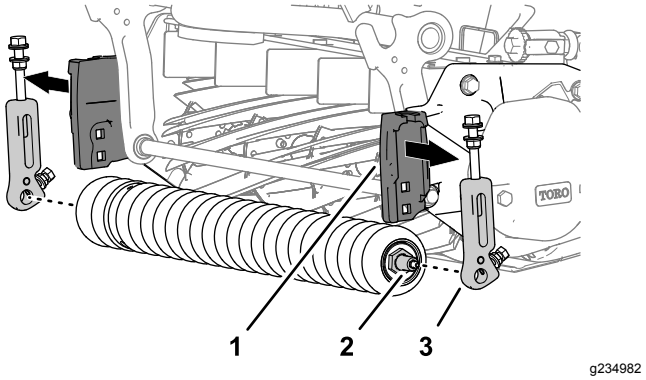

Bild 4
4. Nehmen Sie die Schnitthöhenhalterung und die Frontrolle von der Schneideinheit ab (Bild 4).